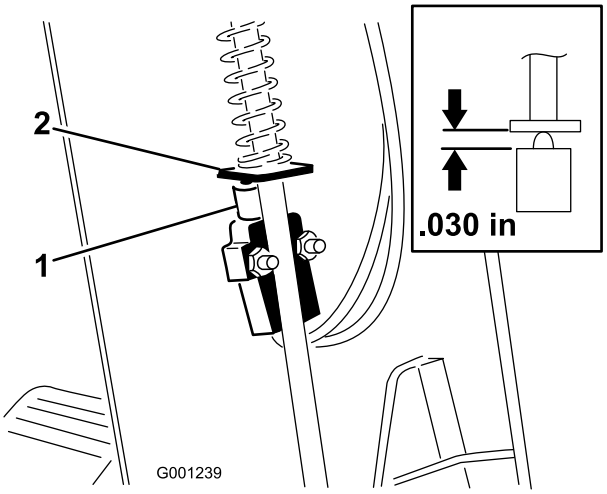

Figur 62
3. Skub kappen op ad ratakslen for at blotlægge kontakten til parkeringsbremsen (Figur 62).
5. Placer pladen til parkeringsbremsens stang ud for kontaktstemplet (Figur 62).
6. Tryk parkeringsbremsestangen ned, og tryk op på kontakten, indtil den komprimerede længde af kontaktstemplet er 0,76 mm(Figur 62, indsat billede). Dette er afstanden mellem pladen til parkeringsbremsestangen og kontaktstempelhuset.